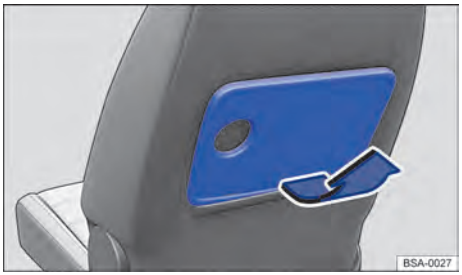

Fig. 146 En el asiento delantero: abrir la mesa plegable.
1. Para abrir la mesa, presione la tecla de desbloqueo que hay en el borde inferior de la misma y tire de la mesa hacia arriba, en el sentido de la flecha → Fig. 146, hasta que encastre.